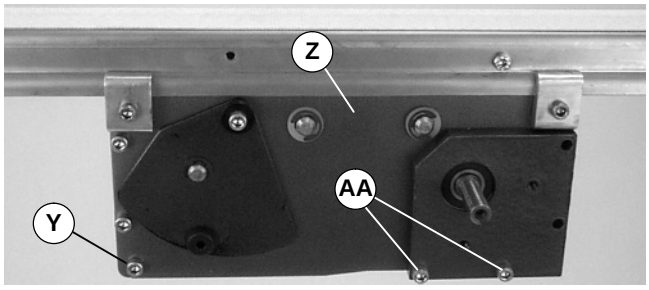

Abbildung 17
3. Schraube (Y siehe Abbildung 17 und 18) auf jeder Seite des Mittenantriebsmoduls lösen (Z).
4. Schrauben (AA siehe Abbildung 17 u. 18) auf jeder Seite des Mittenantriebsmoduls lösen (Z).
7. Schraube (Y siehe Abbildung 17 u. 18) auf jeder Seite des Mittenantriebsmoduls lösen (Z).
8. Schrauben (AA siehe Abbildung 17 u. 18) auf jeder Seite des Mittenantriebsmoduls lösen (Z).